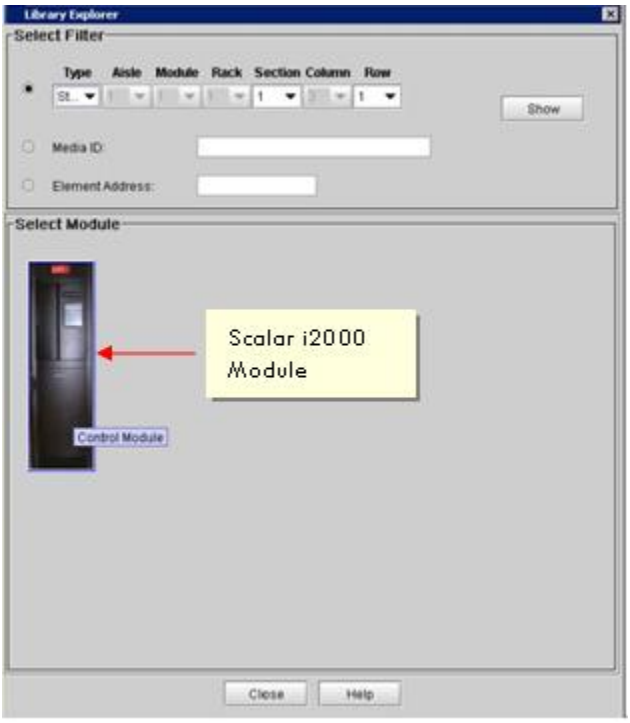

Figure 14.7-5. Scalar i2000 Library Explorer Screen
- You can use the Library Explorer feature (Figure 14.7-5) to view a graphical presentation of all the drives, cartridges, and slots in the library. The Library Explorer can display all library elements according to physical location in any configuration.